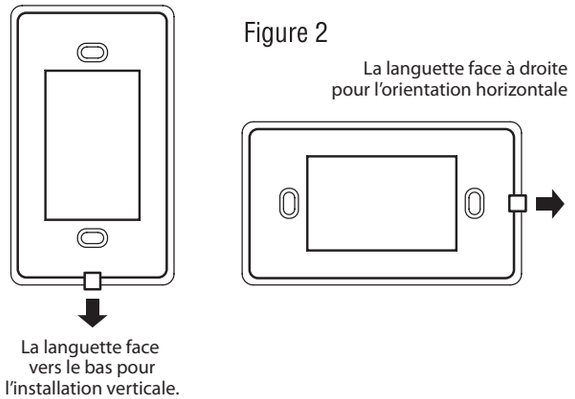

Figure 2
4. Installez l'appareil d'éclairage sur la boîte en utilisant les 2 vis de montage fournies. Voir la Figure 2 pour le montage et la note d'orientation sur la lampe. L'appareil d'éclairage doit être monté avec la languette saillante face au bas pour l'orientation verticale ou vers la droite pour l'orientation horizontale.